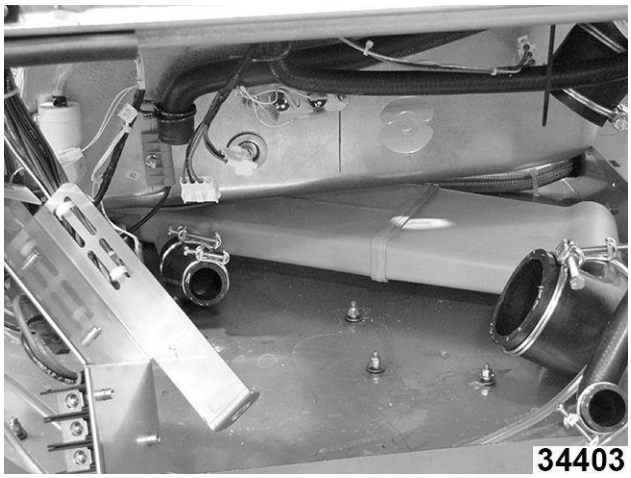

Fig. 139
5. Retire la brida de debajo del tanque de lavado. (Fig. 139)